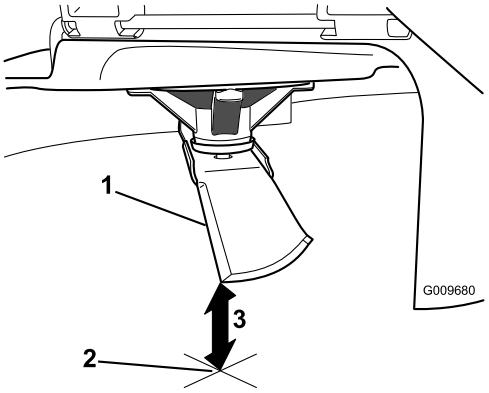

Figuur 49
3. Meet de afstand tussen het uiteinde van het mes en de vlakke ondergrond (Figuur 49).